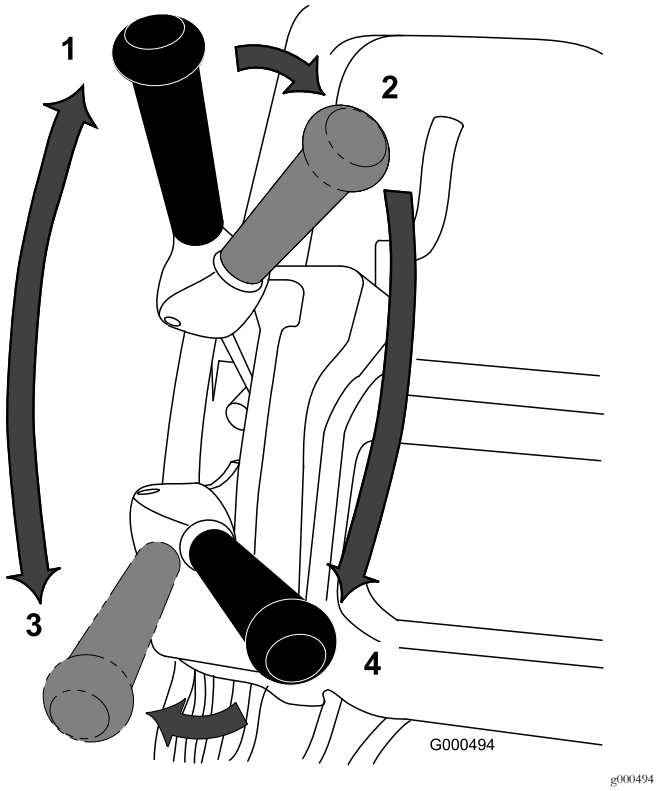

Rysunek 35
1. Włącz maszynę, ustaw regulator prędkości w położeniu ZEROWYM, skieruj uchwyt do dołu w celu uniesienia zespołu tnącego, wciśnij przełącznik obecności operatora, ustaw dźwignię jazdy w położeniu ZAŁĄCZONYM (Rysunek 35) i stopniowo zwiększaj ustawienie regulatora prędkości, aby przejechać maszyną na skraj obszaru green.
3. Ustaw dźwignię jazdy w położeniu rozłączonym, a następnie przestaw ją w lewo i do przodu, aby załączyć napęd jezdny i wirnika (Rysunek 35).